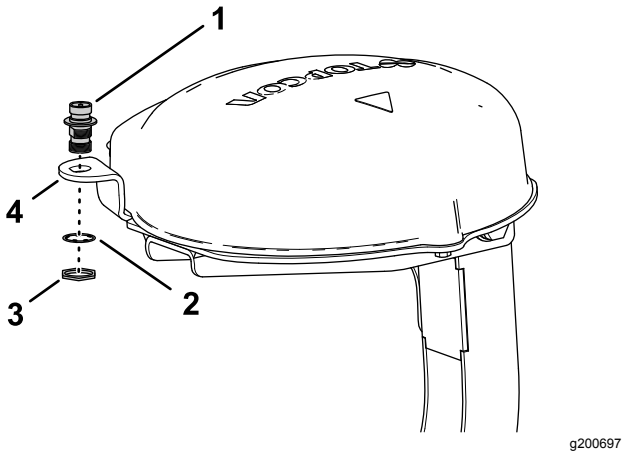

Figur 157
1. Innrett koaksialkoblingen gjennom åpningen i RTK-antenneflensen med gjengene i skilleveggen i koblingen (Figur 157).
2. Monter koaksialkoblingen til flensen på mottakerplaten med låseskiven og låsemutteren, og stram til låsemutteren for hånd (Figur 157).